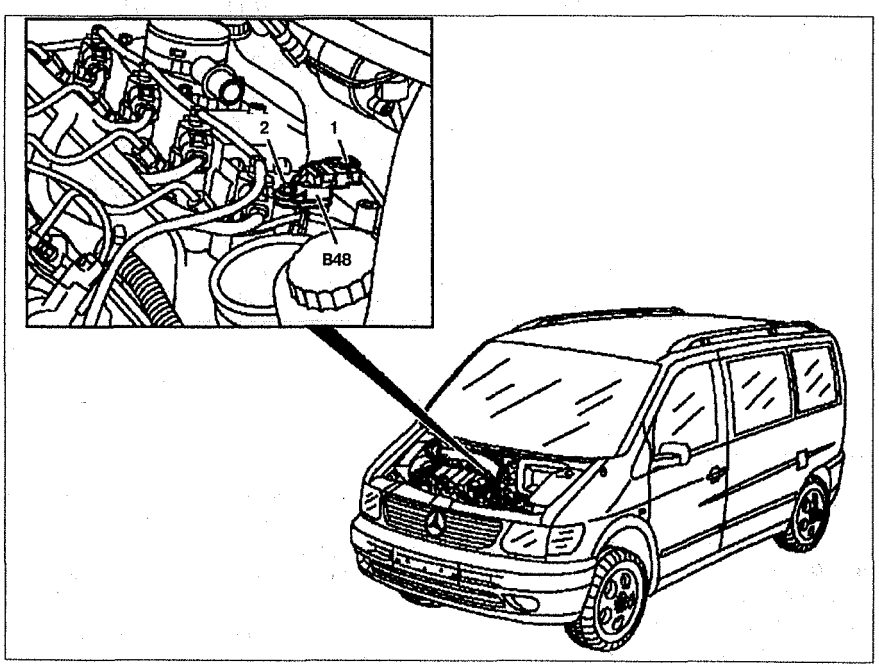

Рис. 5.66. Датчик частоты вращения распределительного вала:
2. Отсоедините разъем проводки **1** от датчика частоты вращения распределительного вала **B48** (см.рис. 5.66).